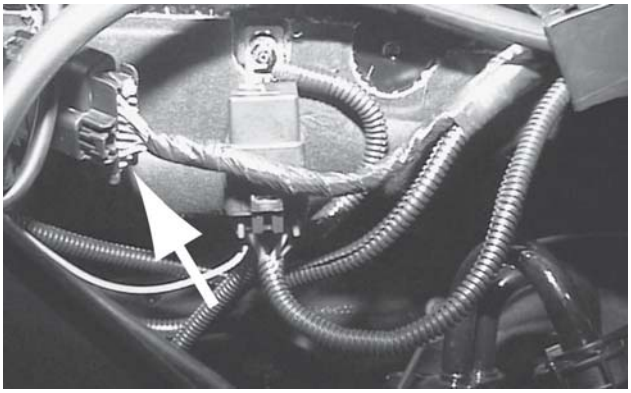

Fig. 3a
a. Locate the Vistronic fan connector, located on the top side of the dash panel in the passenger side corner. (see figure 3a)